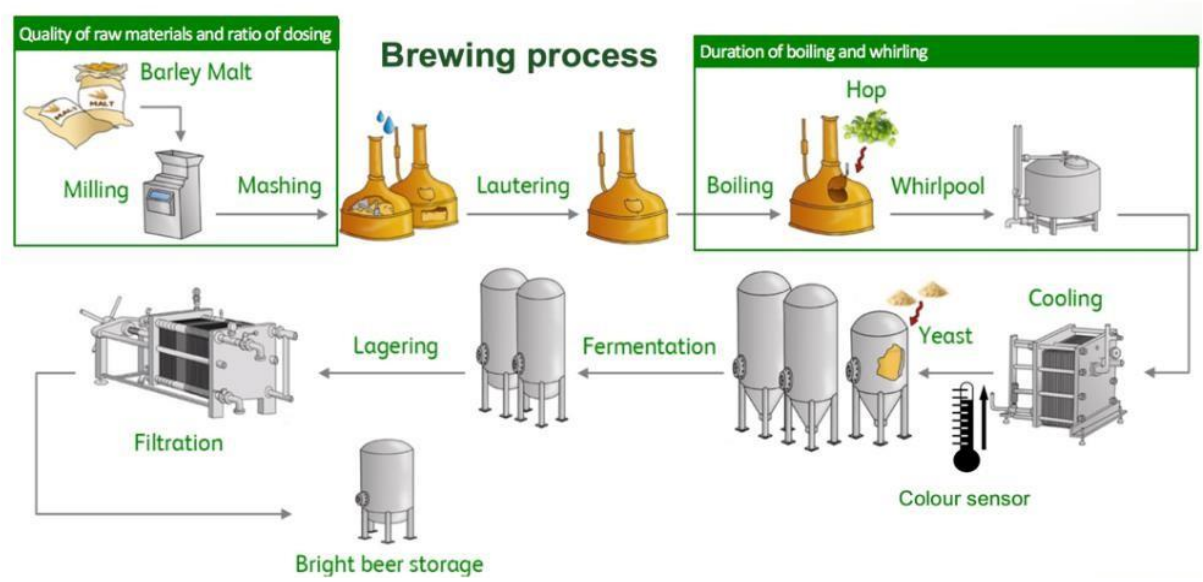

Figure 1: Brewing process diagram
The Ponta Grossa (PG) brewery produces many famous beer brands such as Heineken and Amstel. The brewing process has two major phases, a hot phase, and a cold phase (Figure 1). During the hot phase, two types of malts are milled: a base malt which is light colored and comes in greater amounts and a roast malt, which has a darker color and therefore is used in giving beer its desired color.